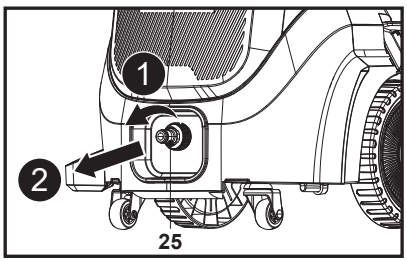

Fig. 23
1. Retirer l'adaptateur d'arrivée d'eau (25) du raccord d'arrivée d'eau (10) (Fig. 23).